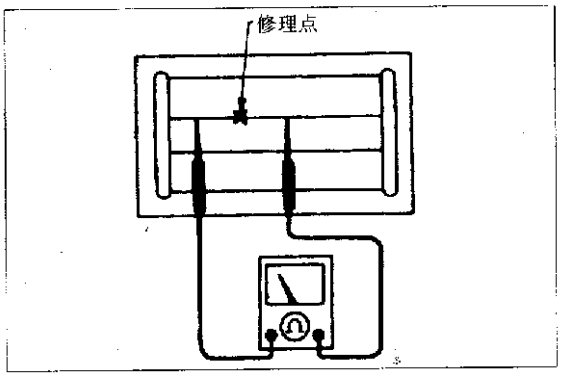

图 12－12－5
(1) 修理用品如下：①导电银焊剂（Dupont No. 4817 或代用品）。② 30cm 长直尺。③绘图笔。④暖风机。⑤酒精。⑥抹布。
①用沾湿酒精的棉布擦拭电阻丝断点及其周围的脏物。
②在绘图笔上放入少量导电银焊剂。在使用前应晃动银焊剂容器。
③将直尺沿断开的电阻丝放在玻璃上，用绘图笔将导电银焊剂置于断裂处，在断裂处两侧的旧电阻丝上(约 5mm)稍许覆盖一些焊丝。
(3) 见图 12－12－5，修理结束后，检查修过的电阻丝是否导通，检查时应使涂覆银焊剂后的电阻丝通电 10min。试验通电时，不要触摸修理过的地方。